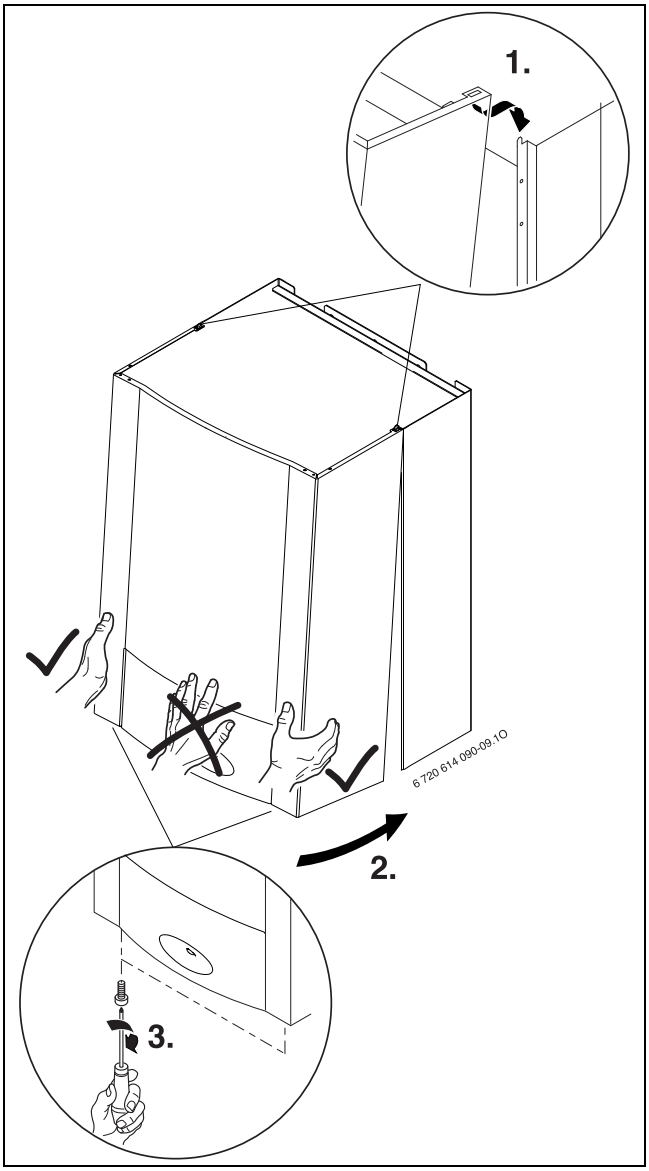

Bild 17
▶ Verkleidung oben einhängen, unten einrasten und mit beiliegender Schraube gegen unbefugtes Öffnen sichern (→ Schritte in Bild 17).